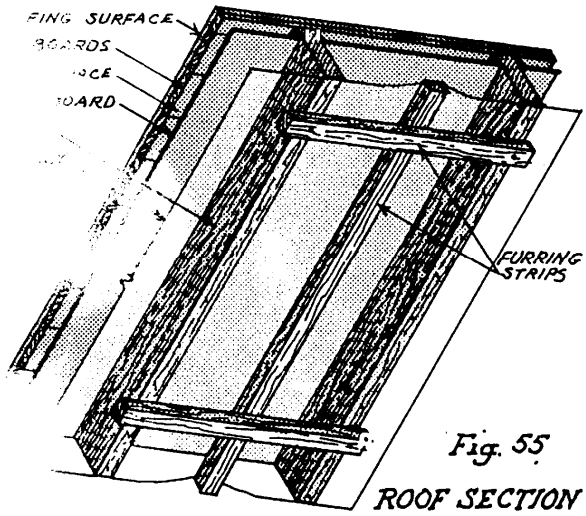

Fig. 55
3. Do sloped ceilings, such as cathedral, where foaming between rafters before interior surface is put up. First install backerboard for ventilation pathways as discussed in section C of 11. Ventilation. Then staple the poly film in place; make sure it's stretched tight. Add temporary furring strips as shown in figure 55 (below) to support poly at center of cavity. Foam in from the top before stapling the poly in place at the top of the cavity. When the foam has set, remove the furring strips.